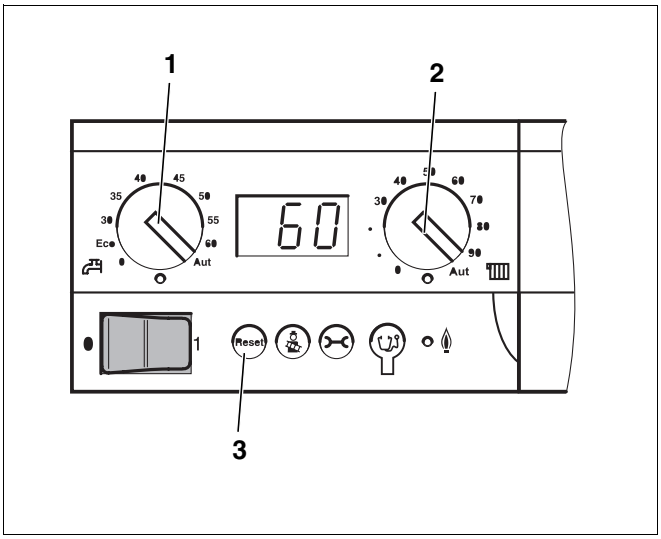

Abb. 18 Basiscontroller Logamatic BC10
Da der Brenner werkseitig im Störungszustand ausgeliefert wird, müssen Sie den Brenner vor der ersten Inbetriebnahme entstören, indem Sie die Reset-Taste (Abb. 18, **Pos. 3,** Seite 20) drücken. Oder drücken Sie den Entstörtaster am SAFe 10 (wie folgt beschrieben).
Da der Brenner werkseitig im Störungszustand ausgeliefert wird, müssen Sie den Brenner vor der ersten Inbetriebnahme entstören, indem Sie die Reset-Taste am BC10 (Abb. 18, **Pos. 3**) drücken. Oder drücken Sie den Entstörtaster am Feuerungsautomat (wie folgt beschrieben).
- Drehknopf „maximale Kesseltemperatur“ (Abb. 18, **Pos. 2**) und Drehknopf „Warmwasser-Sollwert“ (Abb. 18, **Pos. 1**) auf „Aut“ stellen.